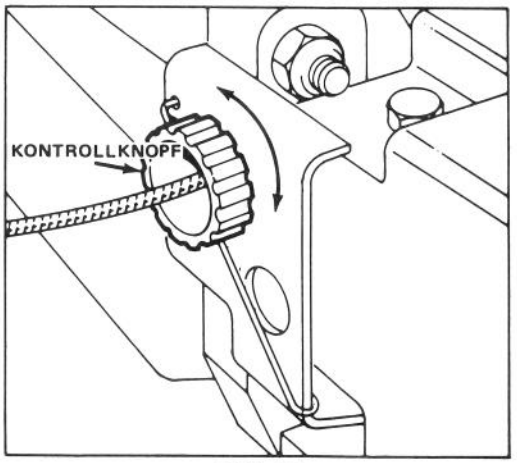

Bild 18
2. EINSTELLUNG (Bild 18) – Kontrollknopf eine halbe Drehung im Uhrzeigersinn drehen, wenn der Motor keinen Eigenantrieb zeigt. Kriecht der Motor vorwärts, dann Knopf eine halbe Drehung im Gegenuhrzeigersinn drehen, um Riemen zu lockern.